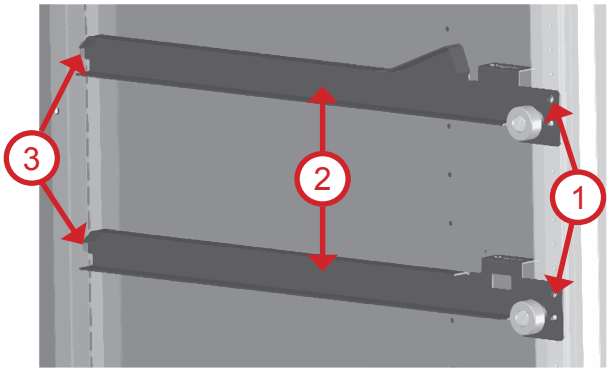

Рисунок 38 - Установка направляющей полки
3. Отвинтите винт (см.рис.38, поз.1), на направляющей, которую нужно переместить.
4. Вытащите направляющую (см.рис.38, поз.2) из паза (см.рис.38, поз.3).
5. Установите направляющую на новое место, вставив её в паз и зафиксировав винтов (см. рис.38, поз.1).